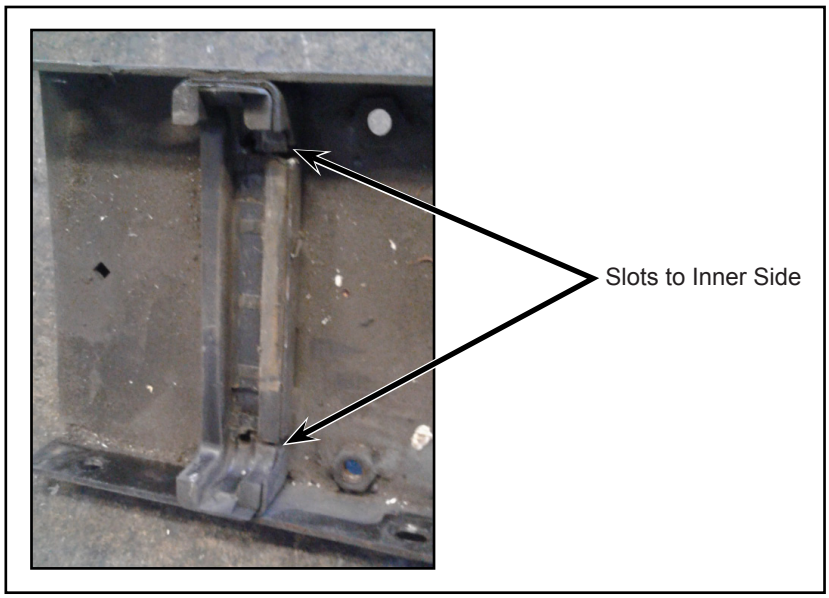

Figure 10 - Typical View of Rubber Pad Installation
1.28. If pads fall off, take care to reinstall them accordingly. Outer pads must have their slots facing toward inner side (see Figure 10).